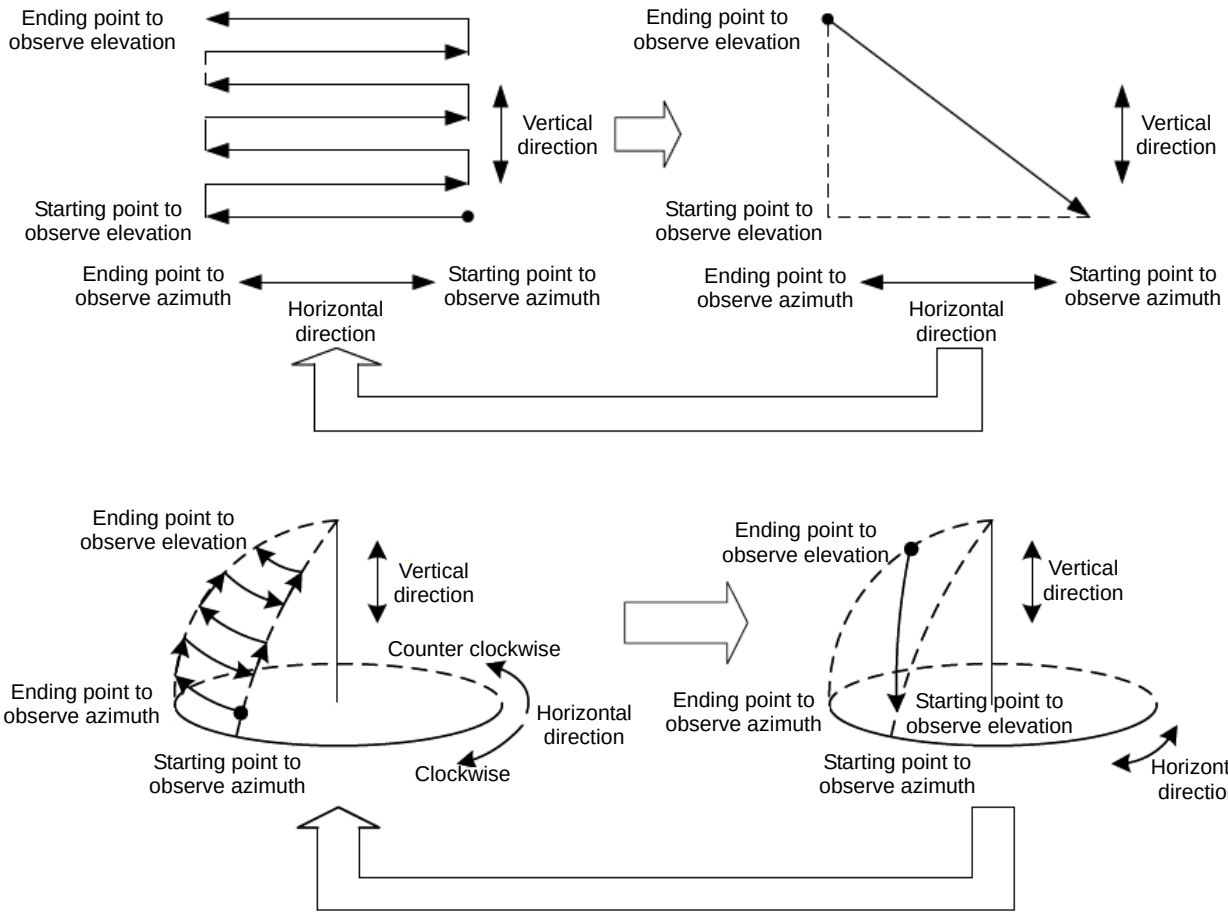

**Figure 3. Sector PPI Scan mode**
- **Sector PPI scan (3D data): [SPPI]:** [Sector Plan Position Indicator scan] (ref. Fig.3)